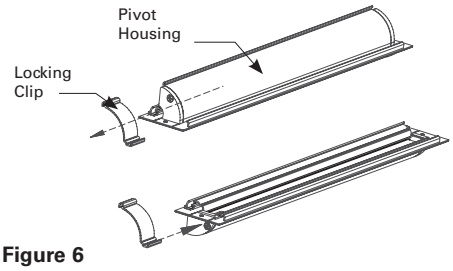

Figure 6
9. If the fixture is to be wall mounted, first, loosen the set screw on the back of the pivot housing. Then remove the locking clip by sliding it to the end of the pivot housing (See Figure 6). Rotate the pivot housing 90 degrees, and then replace the locking clip. Tighten the set screw.